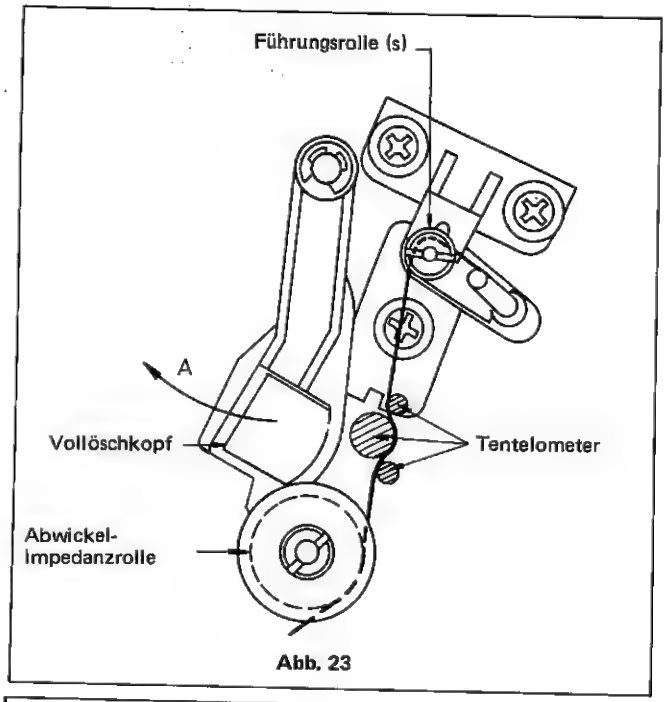

Abb. 23
4. Den Vollöschkopf (FE) in Pfeilrichtung A (siehe Abb. 23) ziehen und das Tentelometer anbringen (siehe Abb. 23 und 24). Überprüfen, ob der Bandzug 23 – 28g beträgt.